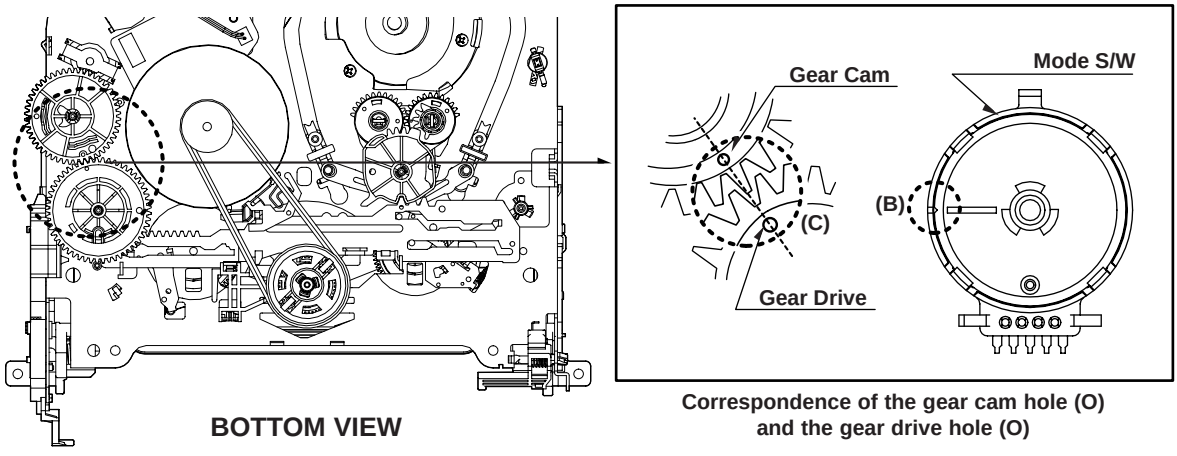

Fig. C-1
4) Undo the screw fixing the deck and the main frame, and separate the deck assembly. Check both the hole (A) of gear cam and the hole (A') of chassis correspond (Fig. C-1).
5) Check the mode S/W on the main P.C. board locates at a proper position as in (B) of the Fig. (C-1).